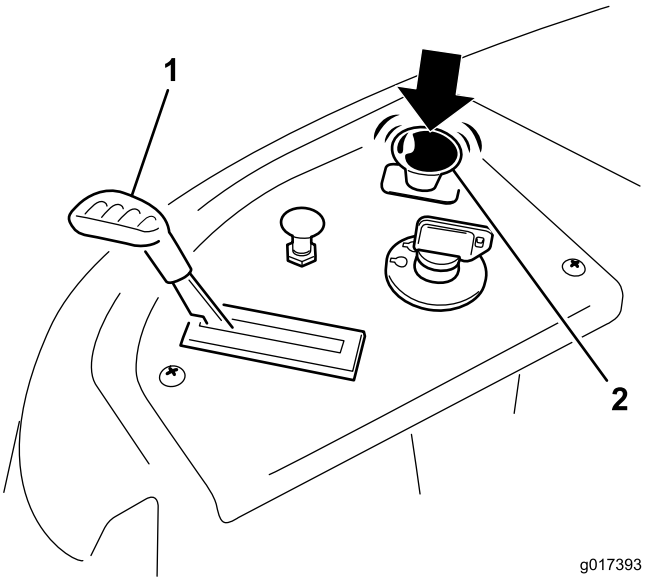

**Figur 12**
2. Deaktiver knivene ved å flytte knivkontrollbryteren til Av (Figur 12)